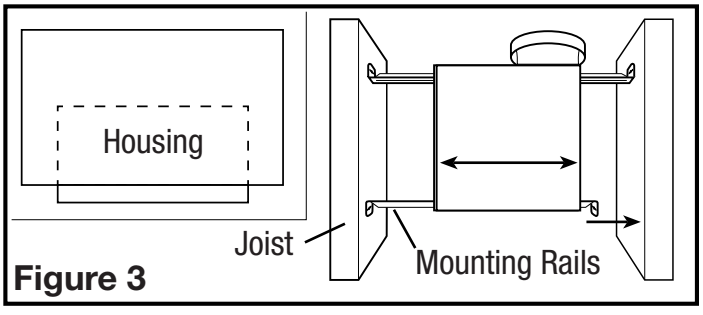

Figure 3
1. Install the rails on the housing and position the housing next to the joist. Line up housing so that it will be flush with the finished ceiling. Secure the ends of the rails with screws or nails (not included) to the joists and slide the housing into the final position **(Figure 3).**
1. Set housing in position between the joist and trace an outline onto the ceiling material **(Figure 4)**. Set housing aside and cut opening, being careful not to cut or damage any electrical or other hidden utilities. Install the rails on the housing and position the housing in the previously cut hole so that it is flush with the finished ceiling. Secure the ends of the rails to the joists **(Figure 3).**